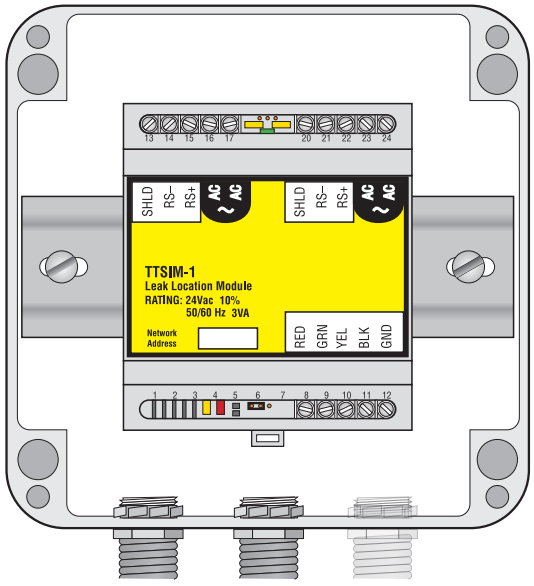

Figure 2. NEMA 4x Enclosure
Mounting the TTSIM-1 module in the optional NEMA-4X Enclosure – Figure 2
- A typical outdoor or harsh environment installation will require up to three holes in the RAYCHEM TraceTek TTSIM-ENC: one for inbound power and telemetry, one for outbound power and telemetry and one for the sensor cable leader. See Figure 2.